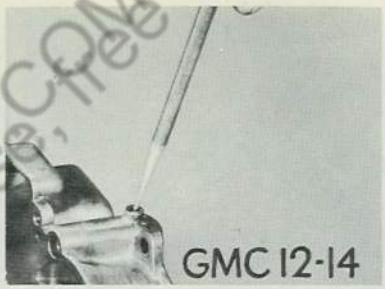

Fig. 12 Removing Channel Plug. Tool C161-21
21. Remove channel plug and accelerator jet (18), using C161-21 extractor as illustrated in Figs. 12 and 13.